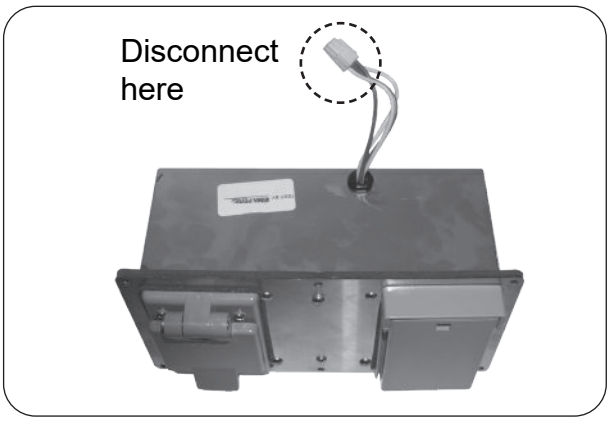

Fig. 49-2 Slightly pull out box and disconnect wire harness
3. Slightly pull out the box to expose the wiring, and disconnect the wire harness (see Fig. 49-2). Completely remove the box from the grill for ease of fuse replacement.